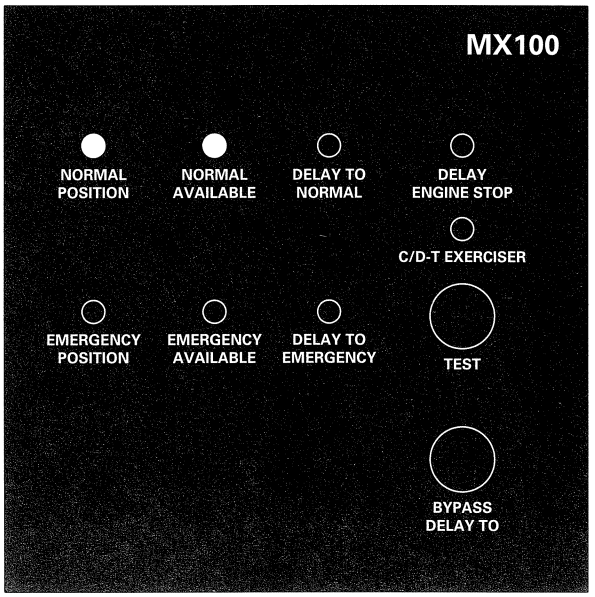

Figure 4 – Standard Transition Annunciation LEDs and Test Switch
After all options and accessories are checked and verified, follow these steps to set up the ATS. Refer to MX100 display *Figure 4*. The annunciation LEDs illuminate to indicate (1) source availability, (2) ATS position, and (3) MX100 control function (timing).
For this test description, please refer to MX100 standard transition display *Figure 4.*